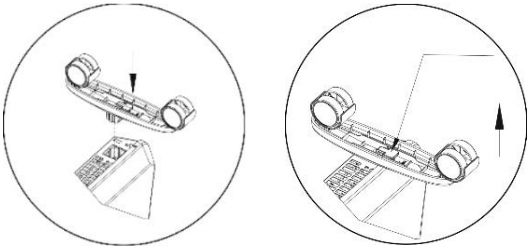

Рис.1 Установка/снятие шасси
2. Зафиксируйте шасси на конвекторе (**Рис.1**).